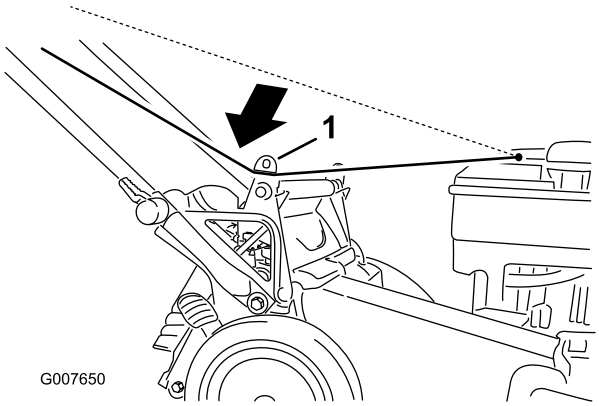

Figur 21
1. Før startsnoren rundt om det nedre snorestyr (Figur 21).